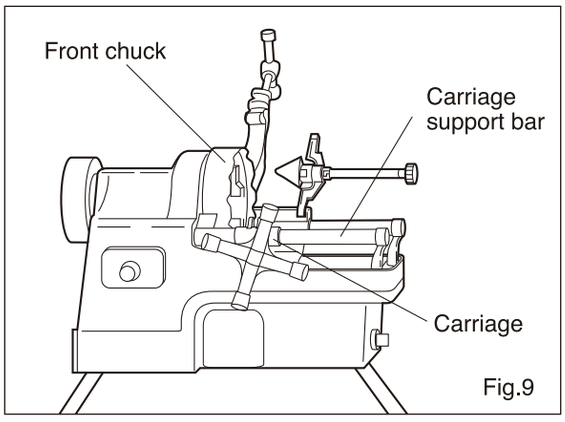

Fig.9
2) Pull the carriage completely towards the front chuck. (See Fig. 9)